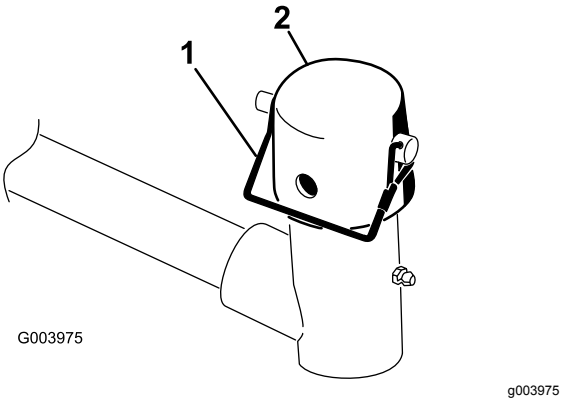

Figur 7
6. Demontera låsstiftet och locket på lyftarmens svängok (Figur 7).
10. Fäst locket och bärramens axel på lyftarmens ok med hjälp av låsstiftet (Figur 7).